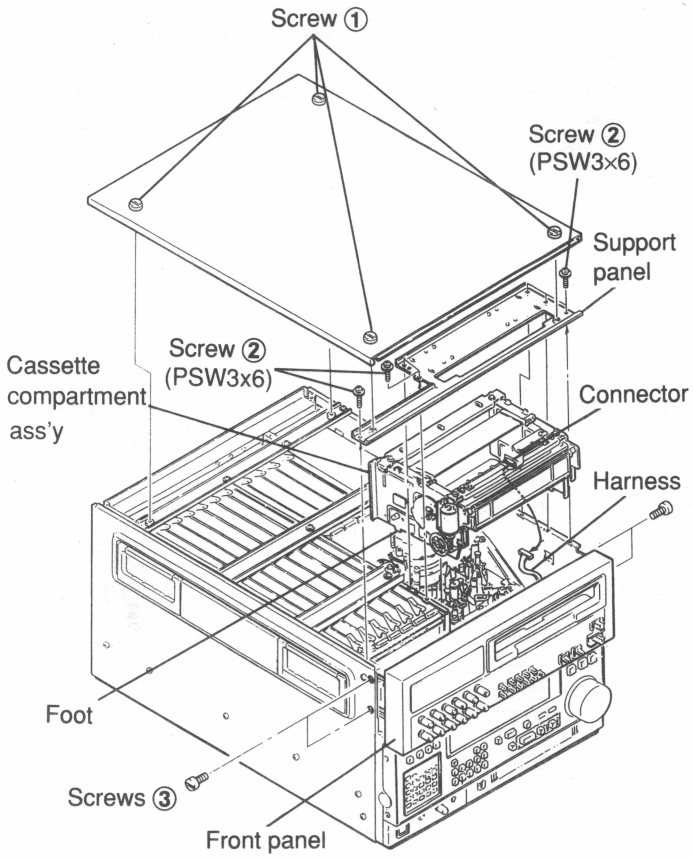

Fig.2-8-1 Cassette Compartment Ass'y Removal
Loosen four of screw ① shown in Fig.2-8-1 and remove the top panel.
As shown in Fig.2-8-1, pull out an internal connector (CN395) while pulling up the cassette compartment ass'y from the unit. Then, remove the cassette compartment ass'y.